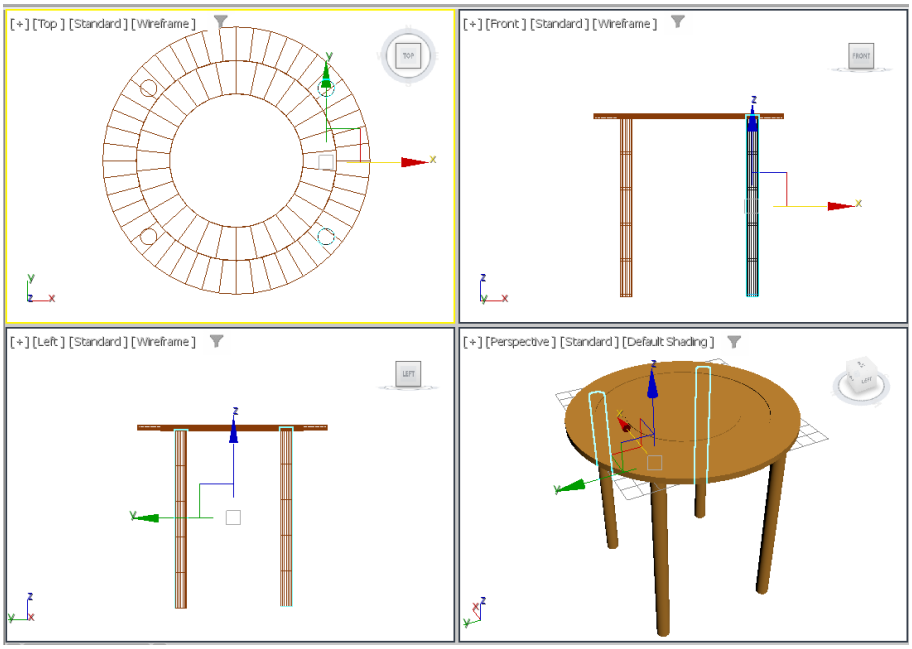

Figure 2-55 *The leg003 and leg004 created*
7. Make sure the **Copy** radio button is selected in the **Object** area and 1 is displayed in the **Number of Copies** spinner of the **Clone Options** dialog box. Next, choose the **OK** button; *leg003* and *leg004* are created, refer to Figure 2-55.